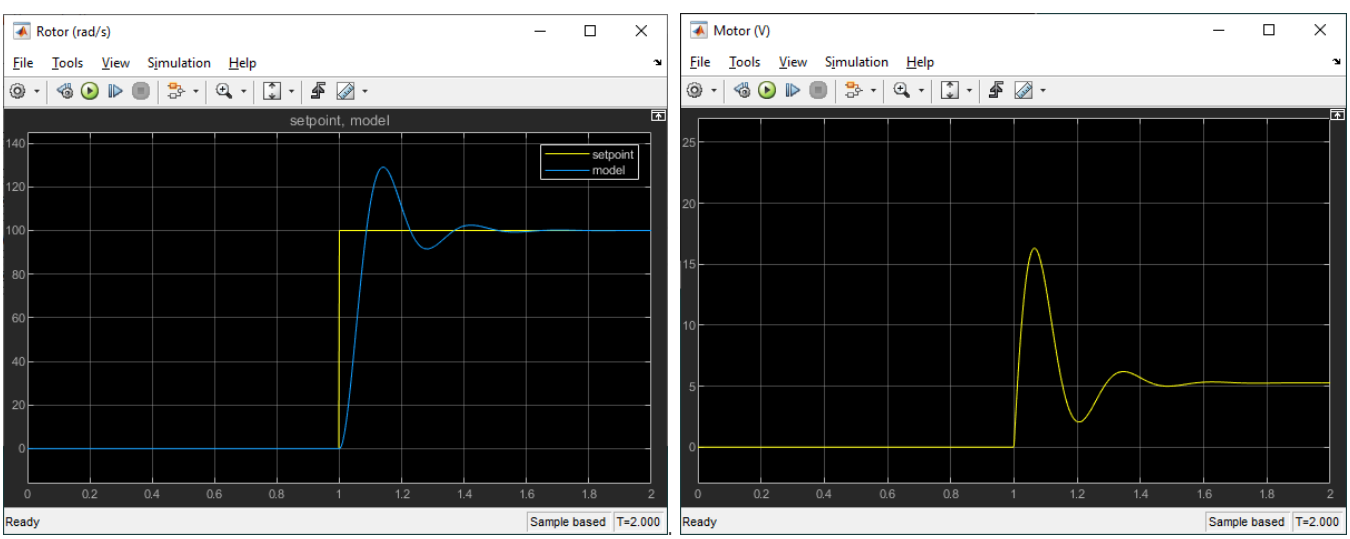

Figure 2 – Sample simulated rotor speed control response using k_p=0.1 and k_i=5.
5. Run the *s_aero2_rotor_pi* Simulink model to simulate the closed-loop response of the PI control. The response using the default PI gains $k_p = 0.1$ V/(rad/s) and $k_i = 5$ V/rad is shown in Figure 2. Note that the response with the designed PI gains will be different.